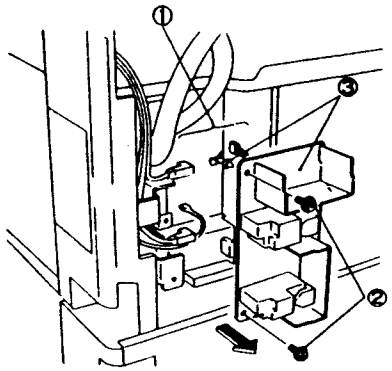

Рис. 2 NZM-0146
3. (Рис. 2): Снимите HVPS-DC.
①. Отсоедините от HVPS все разъемы.
②. Отверните винты (2).
③. Снимите крючок с правой стороны платы HVPS и снимите HVPS.